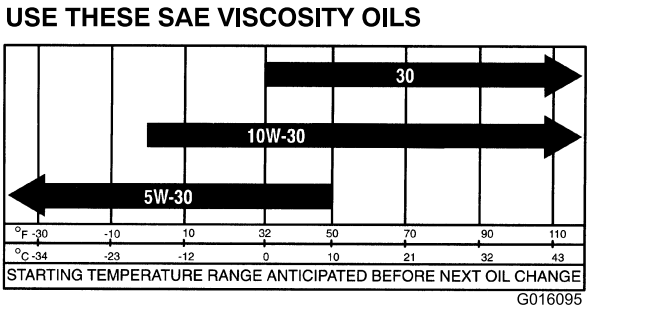

**Rysunek 45**
**Lepkość oleju silnikowego:** 10W-30; wybierz lepkość oleju silnikowego zależnie od temperatury otoczenia, korzystając z tabeli na Rysunek 45.